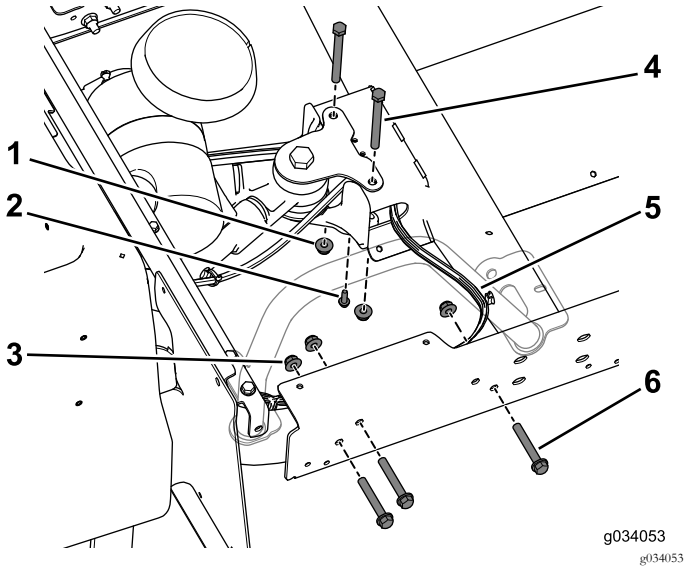

Figura 28
8. Utilice los 3 pernos (3/8" x 2½") y tuercas con arandela prensada para sujetar provisionalmente la extensión al bastidor trasero (Figura 28). Haga esto en ambos lados de la máquina.
Nota: Asegúrese de que el arnés de cables sale del perfil central en el lado derecho (Figura 28).
9. Utilice el tornillo autorroscante (¼" x ¾") para sujetar el acoplamiento en T del tubo de freno al perfil central (Figura 28).
10. Utilice los 2 pernos (3/8" x 3¾") y las tuercas con arandela prensada para conectar provisionalmente el perfil central al soporte trasero (Figura 28).